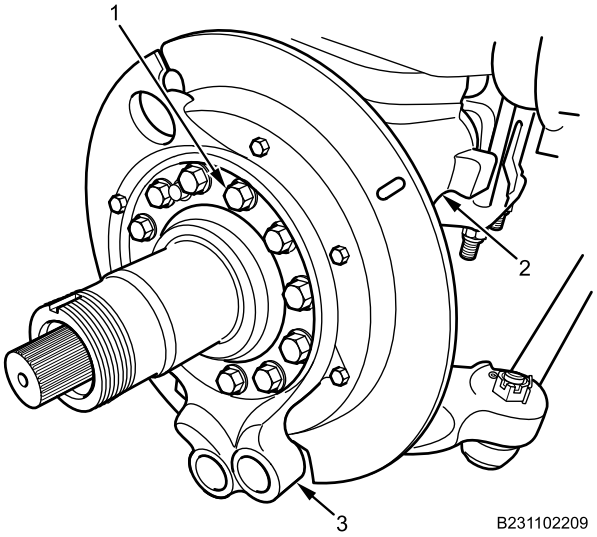

Figure 9. Front Brake Spider Assembly Installation.
3. Install front brake spider assembly (Figure 9, Item 3) on knuckle (Figure 9, Item 2) with 12 bolts (Figure 9, Item 1) and 12 washers. Torque bolts to 180-230 lb-ft (244-312 N•m).